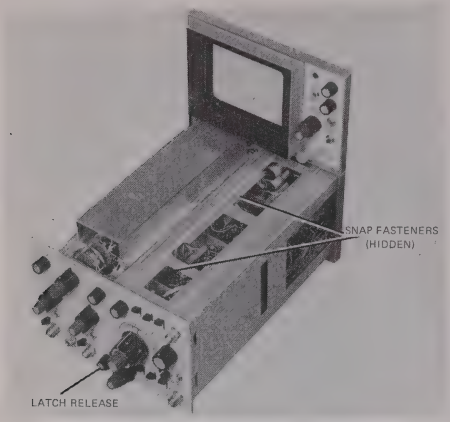

Figure 6-2. Removal of Plug-In Units
b. REMOVAL OF PLUG-IN UNITS. The AM-6566/U Dual Trace Oscilloscope Plug-in Unit and the TD-1086/U Time Base-Delay Oscilloscope Plug-in Unit may be removed as follows. (See figure 6-2) Installation of units will be the reverse of the removal procedure.
(1) Turn lock on bottom of front panel CCW, pull plug-in units forward out of oscilloscope assembly.